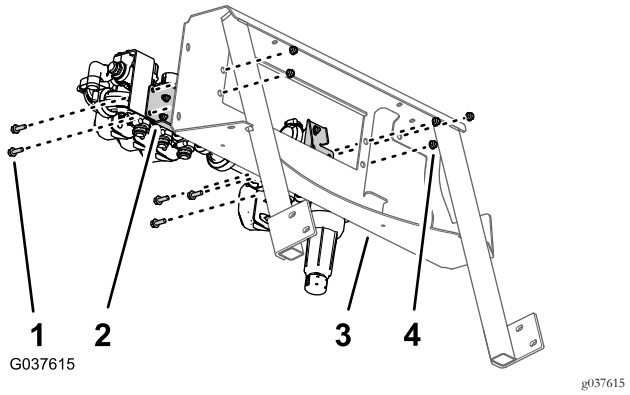
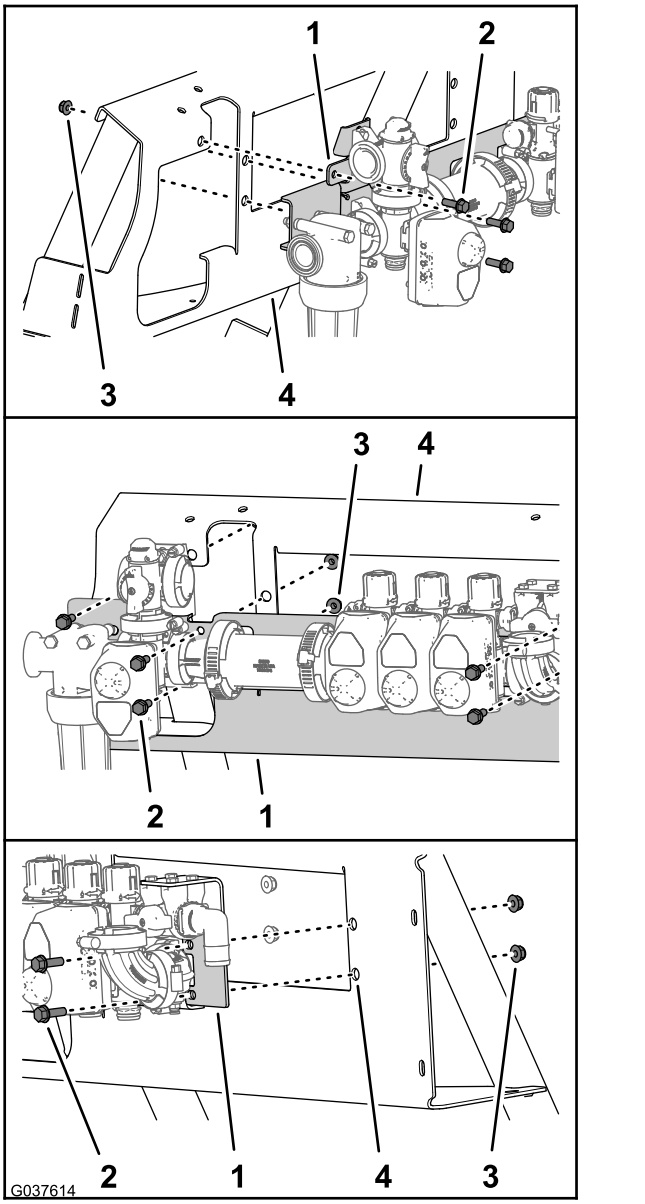

Figuur 48
Figuur 49
1. Breng de gaten in de klepbeugel met de spuitkleppen op één lijn met de openingen in de klepbevestiging (Figuur 48 en Figuur 49).
2. Monteer de klepbeugel op de klepbevestiging (Figuur 48 en Figuur 49); gebruik hierbij de 5 flenskopbouten (5/16 x 1") en 5 flensborgmoeren (5/16").